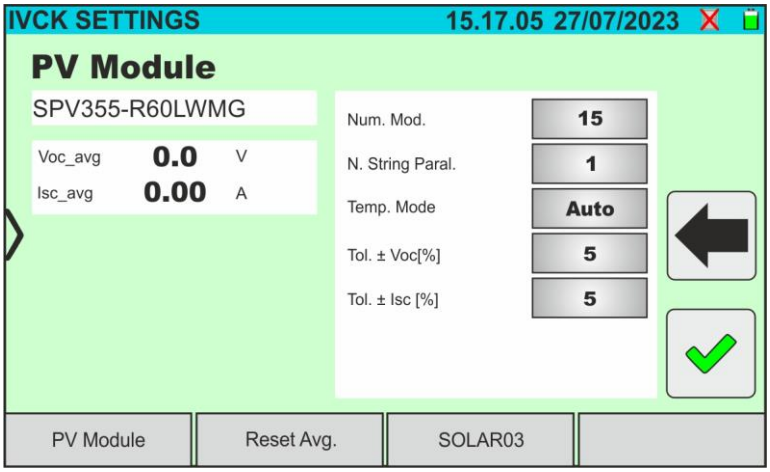

Fig. 49: IVCK test parameter settings
6. Tap on the "**Settings**" key (Monofacial module reference). The following screen is shown in Fig. 49. The following parameters are given: